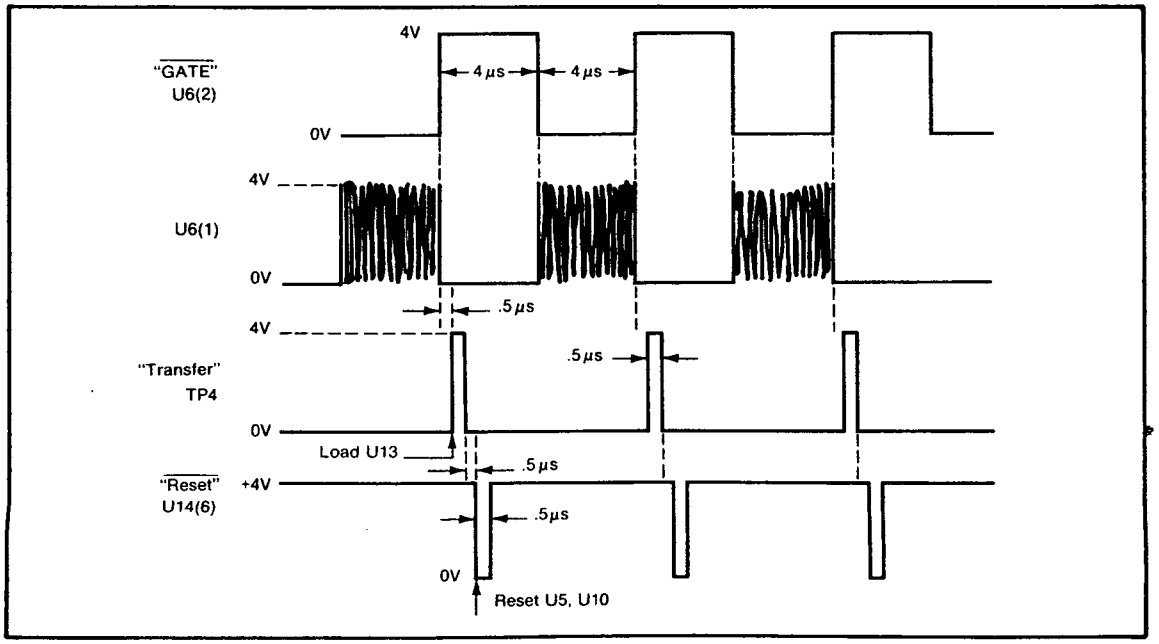

Figure 8-13. Filter Timing on A12 IF Detector
8-211. The IF signal output is prescaled by 4 in U3A (÷2) and U3B (÷2). The ECL output of U3(15) is translated to TTL levels by transistor Q1. This signal is then counted for 4 microseconds. The NOR gate U6 is enabled for a period of 4 microseconds by U6(2) going low for 4 microseconds. This 4-microsecond gate is generated by divider U15 which divides a 1 MHz input by 8. The input is from the A18 Time Base Buffer. During the 4-microseconds gate time, the count is totalized by binary counters U5 and U10. The contents of the counters are decoded by U8, U9 such that if the IF frequency is in the range of 48 MHz to 102 MHz (the U5 and U10 counters count 48 to 102 counts during the 4-microsecond gate), U6(13) [TP5] will be high. If the IF is in the range of 22 MHz to 128 MHz, U6(10) [TP6] will be high. Dual flip-flop U13 is loaded with this qualifier information every 8 microseconds by a clock signal from U11(12) [TP4]. After a 1-microsecond delay, the U5, U10 counters are reset by a low level from U14(6). *Figure 8-13* shows the timing for the filter.